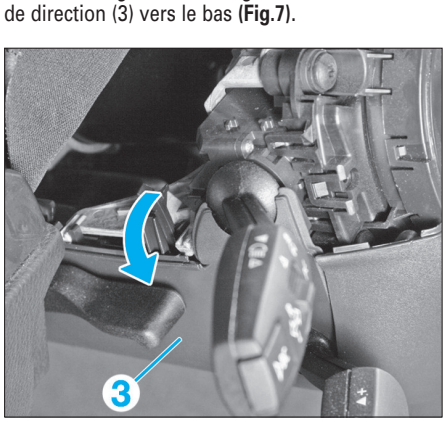

Fig. 7
• Presser les ergots de verrouillage vers l'extérieur (flèche) et dégrafer l'habillage inférieur de colonne de direction (3) vers le bas **(Fig.7)**.